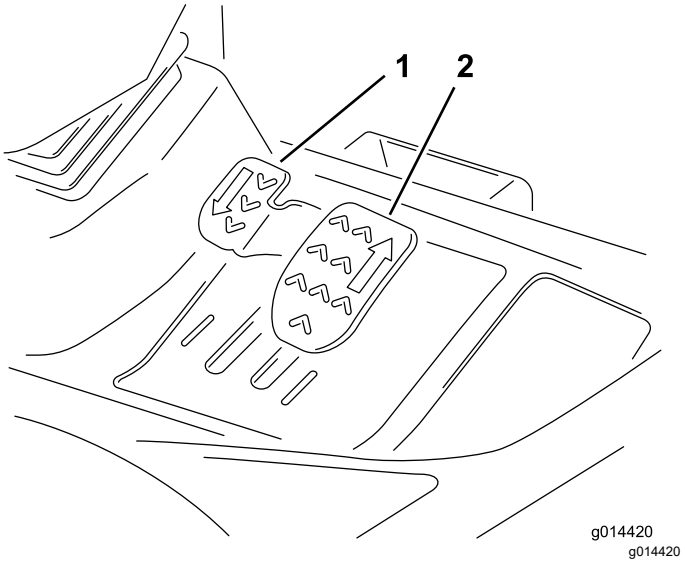

**Figur 16**
**Fremadgående kørsel:** Tryk på traktionspedalen for fremadkørsel for at øge den fremadgående kørehastighed. Slip pedalen for at reducere hastigheden (Figur 16).
**Kørsel i bakgear:** Tryk på traktionspedalen til bakning for at øge kørehastigheden ved bakning. Slip pedalen for at reducere hastigheden (Figur 16).